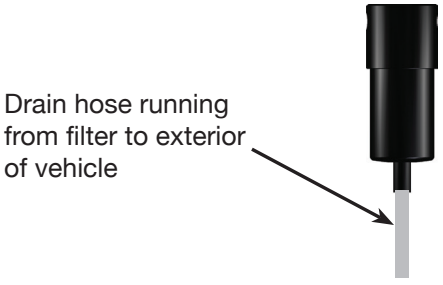

*fig. 8*
5. Run hose from bottom of filter to location where water will drain (fig. 8).